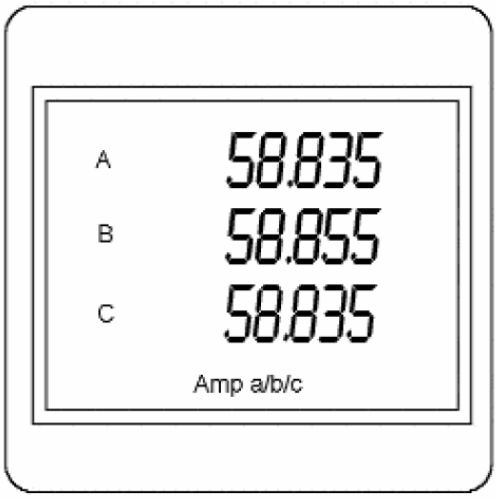

图 6.3：P41N 显示器
■ 图 6.3 和 6.4 是 P41N 和 P43N 显示器。